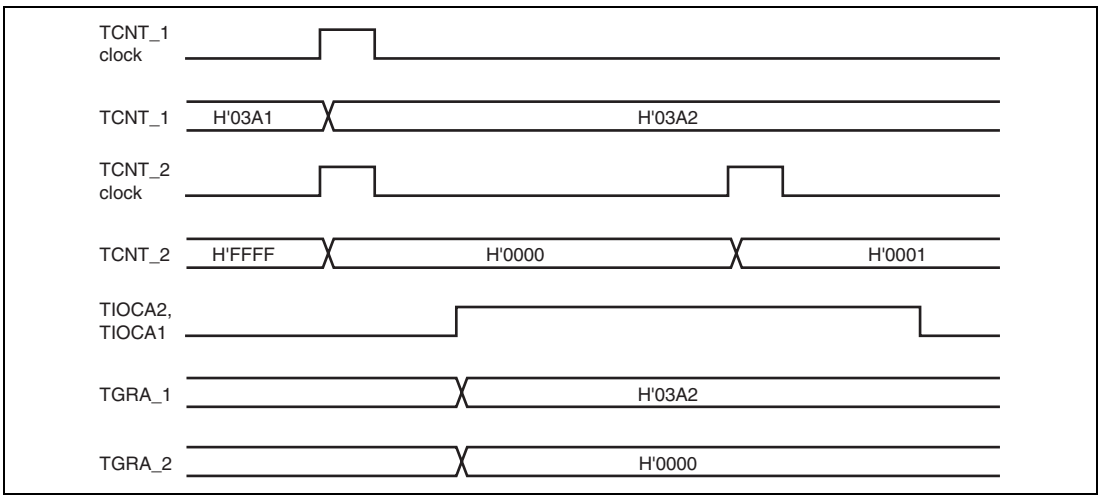

**Figure 10.18 Example of Cascaded Operation (1)**
**Examples of Cascaded Operation:** Figure 10.18 illustrates the operation when TCNT_2 overflow/underflow counting has been set for TCNT_1, when TGRA_1 and TGRA_2 have been designated as input capture registers, and when TIOC pin rising edge has been selected.